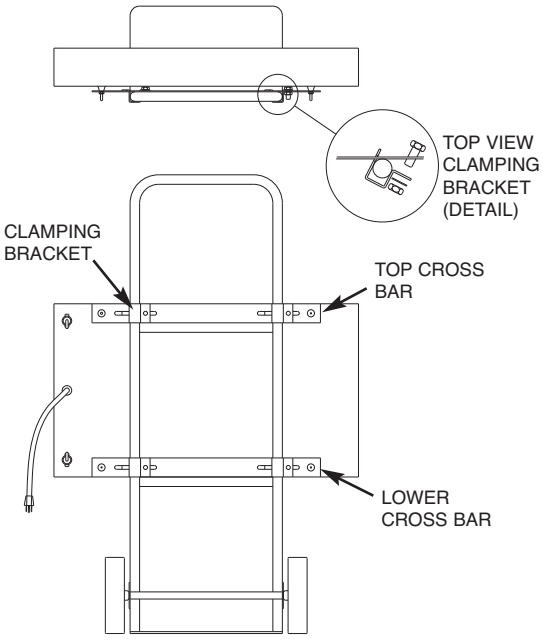

Figure 3
1. Mount the upper cross bar to the cart at approximately 42” from the floor. Attach one clamping bracket to the cross bar by inserting the “T-hinge” into the slot on the cross bar and rotating the clamping bracket 90º. Secure the bracket using the bolt, washer and nut provided. See Figure 3. Check that the cross bar is centered on the cart and install the second clamping bracket to the other side such that the cross bar is level.